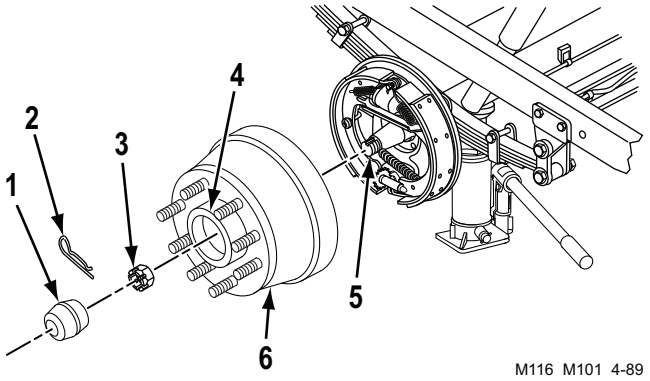

Figure 5. Wheel Bearing Adjustment.
3. Remove grease cap (Figure 5, Item 1) from hub (Figure 5, Item 4).
4. Remove cotter pin (Figure 5, Item 2) from spindle (Figure 5, Item 5). Discard cotter pin (Figure 5, Item 2).
5. Loosen nut (Figure 5, Item 3) on spindle (Figure 5, Item 5) until hub (Figure 5, Item 4) and brake drum (Figure 5, Item 6) turn freely.
6. Torque nut (Figure 5, Item 3) to 30 lb-ft (41 N•m) while turning hub (Figure 5, Item 4) and brake drum (Figure 5, Item 6), to seat bearings.
7. Back off nut (Figure 5, Item 3) 1/16 turn. Finger-tighten nut.
8. Install new cotter pin (Figure 5, Item 2) in spindle (Figure 5, Item 5) and bend back ends. Make sure hub (Figure 5, Item 4) and brake drum (Figure 5, Item 6) turn freely.
9. Install grease cap (Figure 5, Item 1) on hub (Figure 5, Item 4).